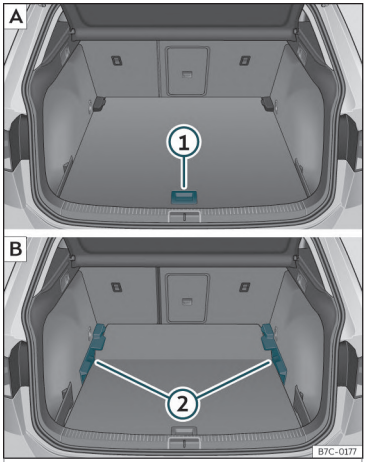

Fig. 114 Podeaua mobilă a portbagajului: A poziție ridicată; B poziție coborâtă.
• Pentru a trece de la poziția inferioară la poziția superioară, ridicați podeaua de mânerul ››› **fig. 114** ① și trageți-o înapoi până când partea din față a podelei trece complet de suporții››› **fig. 114** ②.
• Deplasați podeaua în față peste suporți, până la spătarul banchetei din spate și apoi coborâți podeaua folosind mânerul ①.
• Pentru a trece de la poziția superioară la cea inferioară, ridicați podeaua de mânerul ››› **fig. 114** ① și trageți-o înapoi până când partea din față a podelei trece complet de suporții››› **fig. 114** ②.
• Acum așezați partea din față peste șinele inferioare ale suporturilor, glisați podeaua până la spătarul banchetei din spate și coborâți în același timp podeaua, folosind mânerul ①.
• Ridicați podeaua variabilă în poziția superioară folosind mânerul››› **fig. 114** ①, ridicați-o și apăsați-o spre spătarul banchetei, până când se pliază pe linia balamalei și partea mobilă a acesteia se sprijină sub greutatea proprie.
• Pentru a trece de la poziția superioară la cea inferioară, ridicați podeaua de mânerul ››› **fig. 114** ① și trageți-o puțin înapoi.
• Apăsați podeaua mobilă spre bancheta rabatată cu ajutorul manetei ① și apăsați puțin, pentru ca partea mobilă a podelei să fie la același nivel cu spătarele scaunelor din spate.